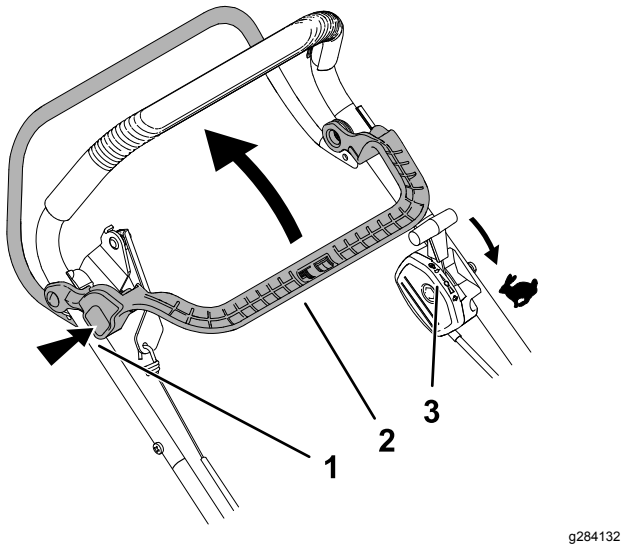

Rysunek 15
1. Upewnij się, że dźwignia przepustnicy jest w pozycji SZYBKO (Rysunek 15).
2. Naciśnij przycisk blokady sprzęgła/hamulca ostrzy i pociągnij dźwignię sterowania sprzęgłem/hamulcem ostrzy w tył, dociskając ją do uchwytu (Rysunek 15).